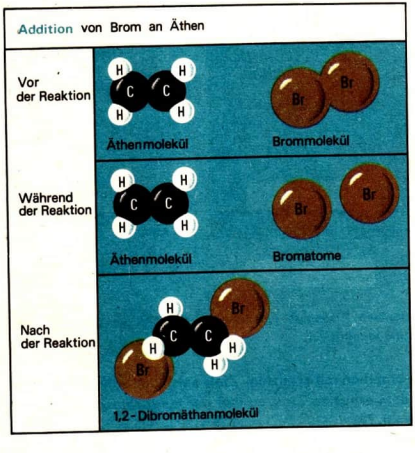

Abb. 91 Schematische Darstellung des Ablaufs einer Additionsreaktion
Aus der chemischen Gleichung sind der Umbau chemischer Bindungen und die Umordnung der Atome erkennbar. Die Umordnung der Atome besteht in einer Vereinigung von jeweils zwei Molekülen der Ausgangsstoffe zu einem Molekül des Reaktionsproduktes. Auch bei dieser chemischen Reaktion müssen zunächst die Brommoleküle gespalten werden, so daß aktivierte Bromatome vorliegen (Abb. 91). ③ ④